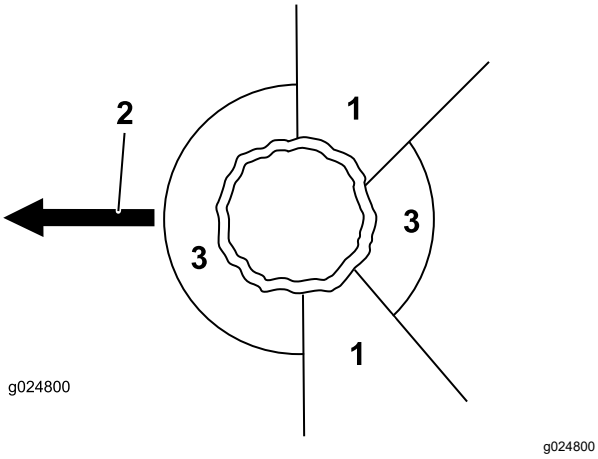

Figur 15
2. Gjør klart for deg selv en trygg tilbaketrekkings-vei, vekk fra fareområdet. Se Figur 15.